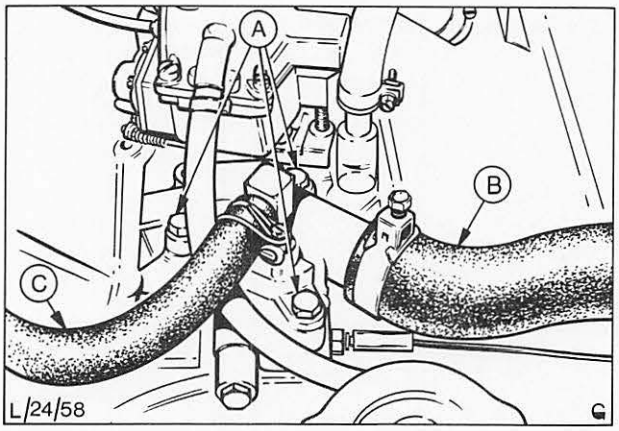

Abb. 77 Oberen Kühlerschlauch (B) und Heizungsschlauch (C) lösen, drei Schrauben (A) entfernen
Gehäuseschrauben (3) ausschrauben, Abb. 77, und Gehäuse mit Thermostat entfernen.
Schläuche von Startautomatik, Heizkörper und Kühler oben an Thermostatgehäuse anschließen, Abb. 77. Schlauchklemmen fest anziehen.